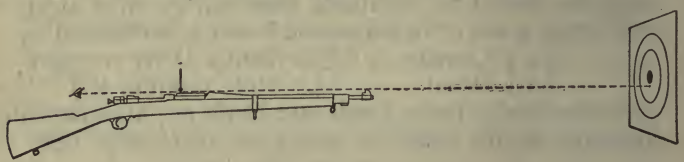

FIG. 5.—Line of Sight.
51. LINE OF SIGHT is the line of vision from the eye, through the middle of the rear sight notch, at its top, (or the center of the peep), touching the top of the front sight and thence continuing to the mark. (Fig. 5.)